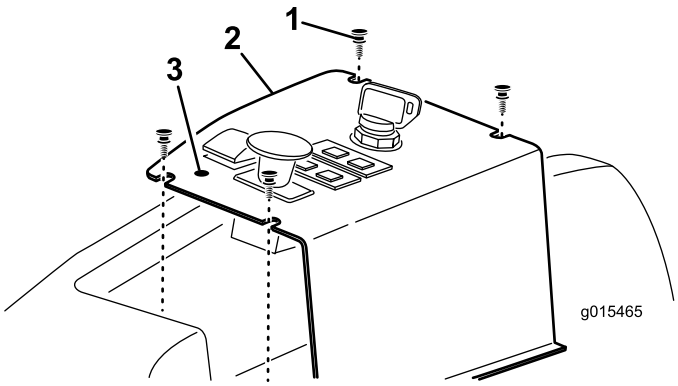

Figur 13
1. Find omhyggeligt kontrolpanelets mærkat, og gennembryd den foran løftekontakten for at blotlægge monteringshullet til løftelåsgrebet (Figur 13).
2. Fjern de 4 skruer, der fastgør kontrolpanelet til maskinen (Figur 13).